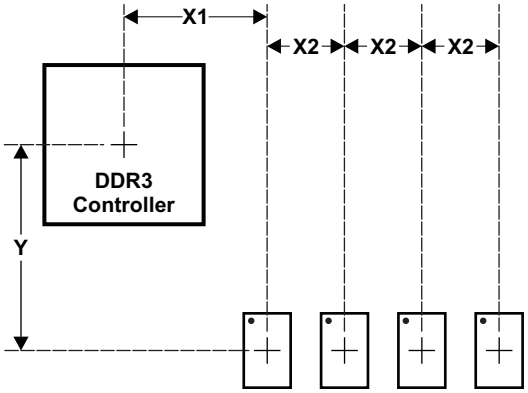
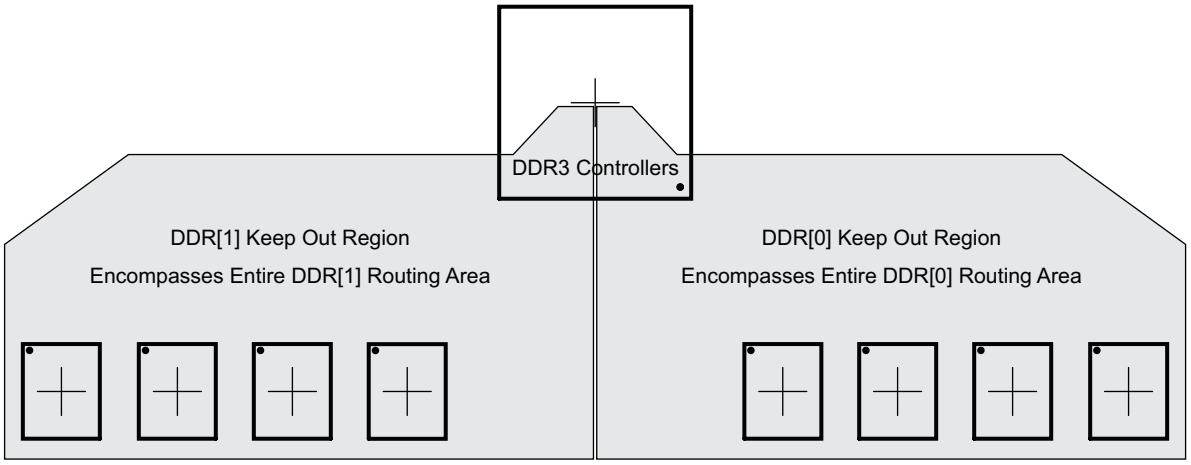

Figure 8-56. Placement Specifications
Figure 8-57. DDR3 Keepout Region
Figure 8-56 shows the required placement for the processor as well as the DDR3 devices. The dimensions for this figure are defined in Table 8-70. The placement does not restrict the side of the PCB on which the devices are mounted. The ultimate purpose of the placement is to limit the maximum trace lengths and allow for proper routing space. For a 16-bit DDR memory system, the high-word DDR3 device(s) are omitted from the placement.
(1) For dimension definitions, see Figure 8-56.
(2) Measurements from center of processor to center of DDR3 device.
(3) Minimizing X1 and Y improves timing margins.
(4) w is defined as the signal trace width.
(5) Non-DDR3 signals allowed within DDR3 keepout region provided they are separated from DDR3 routing layers by a ground plane.
(6) If a device has more than one DDR controller, the signals from the other controller(s) are considered non-DDR3 and should be separated by this specification.
The region of the PCB used for DDR3 circuitry must be isolated from other signals. The DDR3 keepout region is defined for this purpose and is shown in Figure 8-57. The size of this region varies with the placement and DDR routing. Additional clearances required for the keepout region are shown in Table 8-70. Non-DDR3 signals should not be routed on the DDR signal layers within the DDR3 keepout region. Non-DDR3 signals may be routed in the region, provided they are routed on layers separated from the DDR signal layers by a ground layer. No breaks should be allowed in the reference ground layers in this region. In addition, the 1.5-V DDR3 power plane should cover the entire keepout region. Also note that if there is more than one DDR controller, the signals from each controller need to be separated from each other by the specification in Table 8-70, item 5. Each DDR controller should have its own DDR keepout region.
Figure 8-57 is an example of a processor with two DDR controllers. Processors with a single DDR controler will have only one DDR keepout region. Each DDR controller should have its own keepout region.